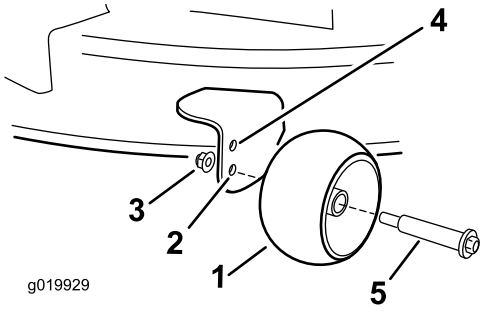

Figuur 21
- Bovenste gat — gebruik deze stand als het maaidek op een maaihoogte van 63 mm of lager staat (Figuur 21).
- Onderste gat — gebruik deze stand als het maaidek op een maaihoogte van 76 mm of hoger staat (Figuur 21).